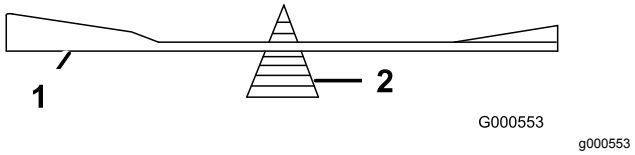

Figur 104
2. Sjekk knivens balanse ved å legge den på en balanseringsinnretning (Figur 104).